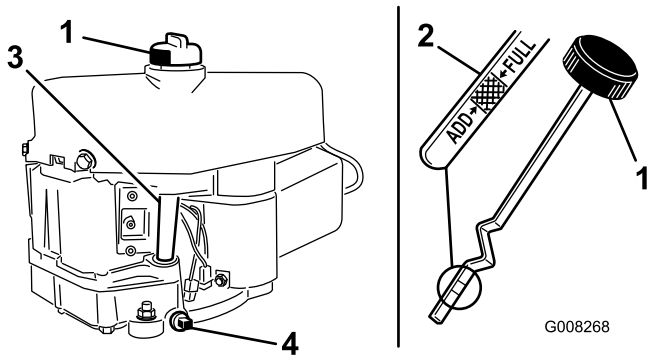

Figur 24
7. Rengør området omkring målepinden (Figur 24), så der ikke trænger snavs ned i hullet til målepinden, hvilket kan beskadige motoren.
8. Skru målepinden af, og tør pindens metalende ren (Figur 24).
9. Skru målepinden fast i påfyldningsrøret (Figur 24).
9. Afmonter aftapningsproppen, og lad olien løbe ud (Figur 24).
11. Rengør rundt om målepinden, og skru dækslet af (Figur 24).
12. Hæld langsomt ca. 80 % af olien i påfyldningsrøret (Figur 24).